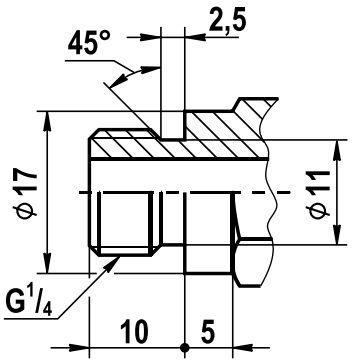

Рис. 1-5
8. Для подключения датчиков-реле давления или других устройств и приборов в корпусе клапана предусмотрены отверстия с резьбой G1/4, закрытые заглушками (кроме клапанов ВН$^1/_2$Н-0,2; ВН$^3/_4$Н-0,2; ВН1Н-0,2 и клапанов серии ВФ). Рекомендуемая форма конца присоединяемого штуцера, предназначенного для подсоединения датчика-реле давления и вкручиваемого в корпус клапана, приведена на рис. 1-5. Применяемое для уплотнения соединения - кольцо резиновое 014-017-19 ГОСТ 9833 ($d_{внутр.}$=13,6 мм; s=1,9 мм). Для уплотнения резьбы в месте подключения приборов используйте ленту ФУМ или аналогичный уплотняющий материал.